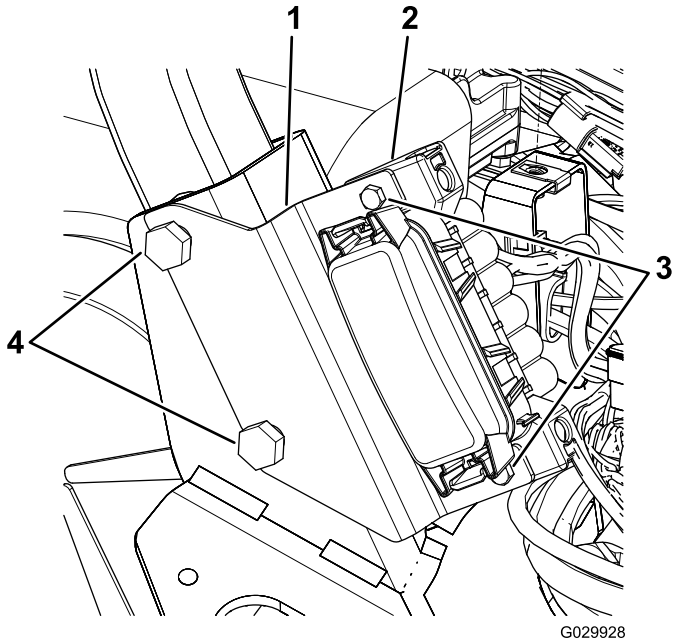

Bild 11
1. Lösen Sie die zwei Muttern und Schrauben, mit denen die rechte Seite des Überrollschutzes am Rahmen der Maschine befestigt ist (Bild 11).
2. Fluchten Sie die Schlitze in der Sicherungsblock-Halterung mit den Schrauben aus, wie in Bild 11 abgebildet.
4. Befestigen Sie den Sicherungsblock mit den zwei Schrauben an der Halterung (Bild 11).